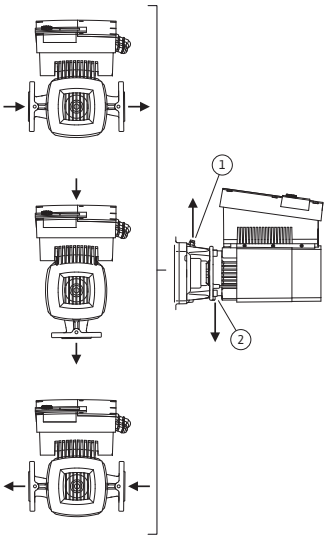

*Fig. 23: Posiciones de montaje admisibles con eje del motor horizontal*
Las posiciones de montaje admisibles con eje del motor horizontal y módulo electrónico aparecen representadas arriba (0°) en la Fig. 23. No salen en la figura las posiciones de montaje admisibles con el módulo electrónico montado lateralmente (+/- 90º). Cualquier posición de montaje es admisible, excepto montar el módulo electrónico orientado hacia abajo (- 180º). La purga de la bomba solo queda garantizada si la válvula de ventilación se orienta hacia arriba (Fig. 23, pos. 1).
Solo en esta posición (0º) se pueden evacuar de forma controlada los condensados producidos a través del orificio existente, tanto en la linterna de la bomba como en el motor (Fig. 23, pos. 2).